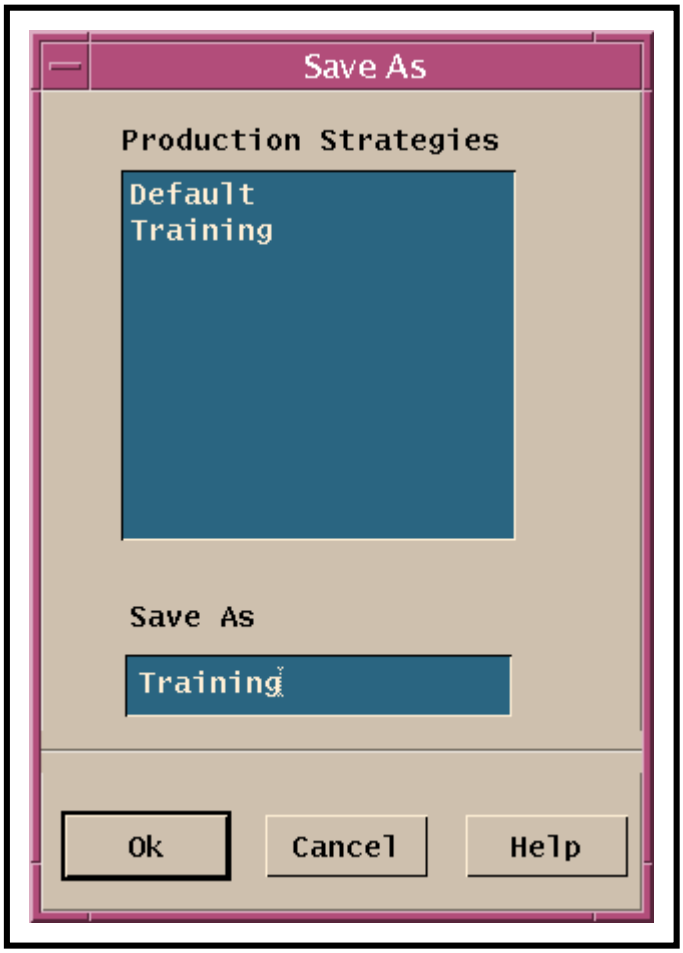

Figure 42. Production Strategies "Save As" Window
- A **Save As** window (Figure 42) is displayed.